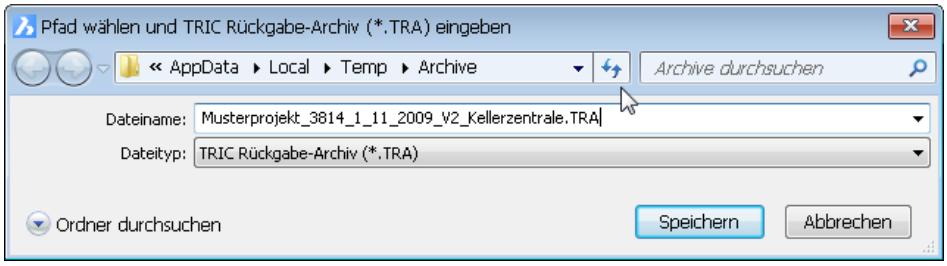

Bild 17.22 – Angabe von Pfad und Namen für die Rückgabedatei des Teilprojekts
- Nun geben Sie den Dateinamen für die Rückgabedatei an. TRIC schlägt den Namen des Teilprojektes vor, der Dateityp für *Rückgabedateien* ist *.TRA für *TRIC Rückgabearchiv* (Abb. 17.22).